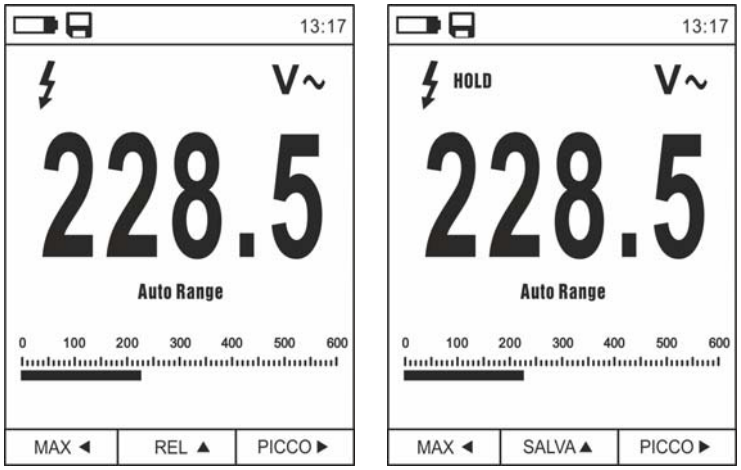

Fig. 7: Salvataggio valore fissato a display
1. Premere il tasto **HOLD/ESC** per fissare il risultato. Il messaggio “HOLD” appare a display e il tasto **REL ▲** diventa **SALVA ▲** (vedere Fig. 7)